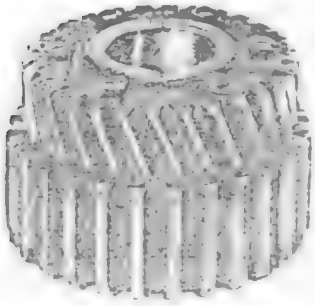

Rys. 33. Zabierak wewnętrzny z kołem napędzającym
- K o ł o n a p ę d z a j ą c e z w e w n ę t r z n y m z a b i e r a k i e m /rys. 33/